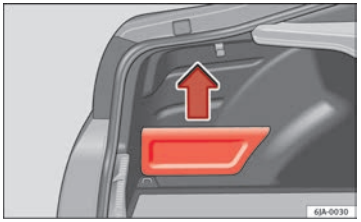

Fig. 96 Luggage compartment: storage
– Hold onto the top of the lid and pull it out in the direction indicated by the arrow ⇒ Fig. 96.